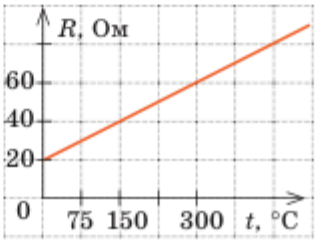

Рис. 2
3. На рис. 2 подано графік залежності опору металевого провідника від температури. Яким є температурний коефіцієнт опору цього металу? Яка сила струму в провіднику за температури 150 °С, якщо напруга на кінцях провідника 5 В?